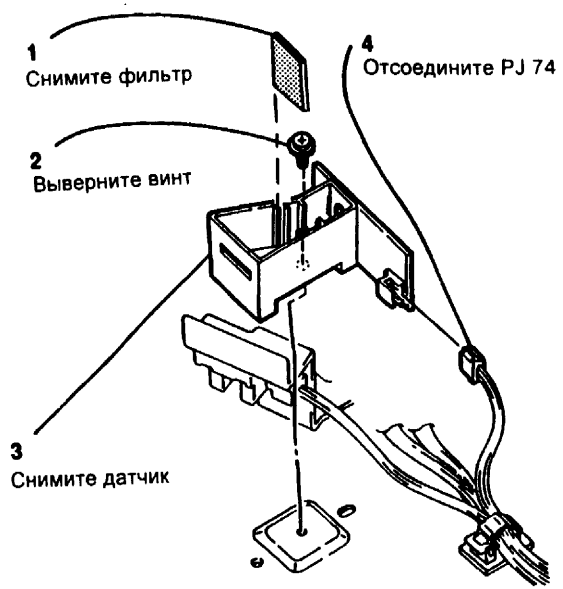

Рис. 3 Снятие датчика экспонирования
4. (Рис. 3) Снимите следующие компоненты: